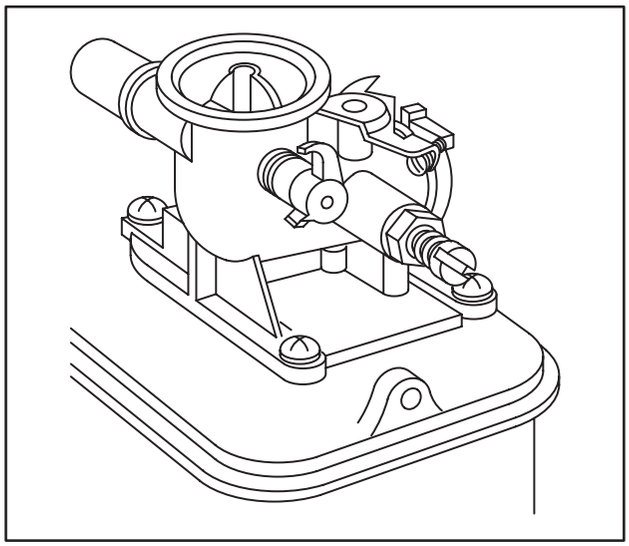

Fig. 240 – CHOKE LEVER POSITION
3. Choke shaft lever should be as shown in Fig. 240.